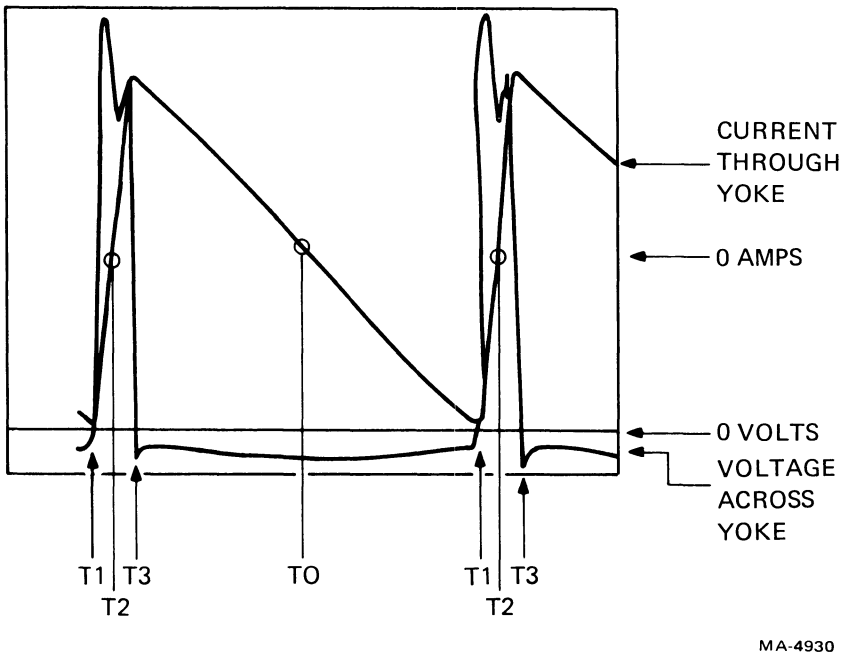

Figure 4-8-5 Horizontal Deflection Waveforms
4.8.1.8 Horizontal Deflection Operation – The horizontal output circuit consists basically of Q414, CR406, C438, C441, and the horizontal deflection yoke. Assume that the beam is at the center of the screen during a scan. Refer to the waveform diagram (Figure 4-8-5) for reference points T0 through T4.
4.8.1.9 Horizontal Output Circuit – (Refer to Figure 4-8-5.) L403 adds a variable inductive reactance that controls current in the circuit to vary the scan width. L402 is a magnetically biased inductor whose reactance varies nonlinearly with changes in yoke current. This, with R481 and C442, provides correction for nonlinearity caused by the decaying exponential rate of current increase in the yoke caused by the yoke's resistance. It does this by allowing more voltage across the yoke at the end of the scan. This is needed because as current increases, the voltage drop increases across the resistance of the yoke, tending to reduce the rate of current increase.